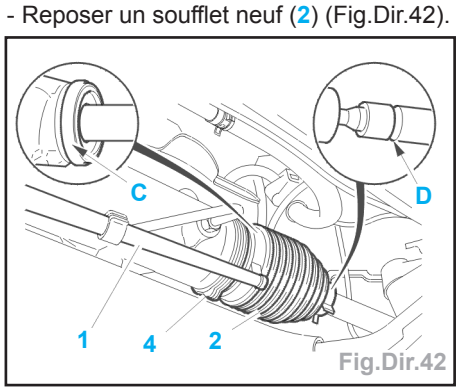

Fig.Dir.42
- Reposer un soufflet neuf (2) (Fig.Dir.42).